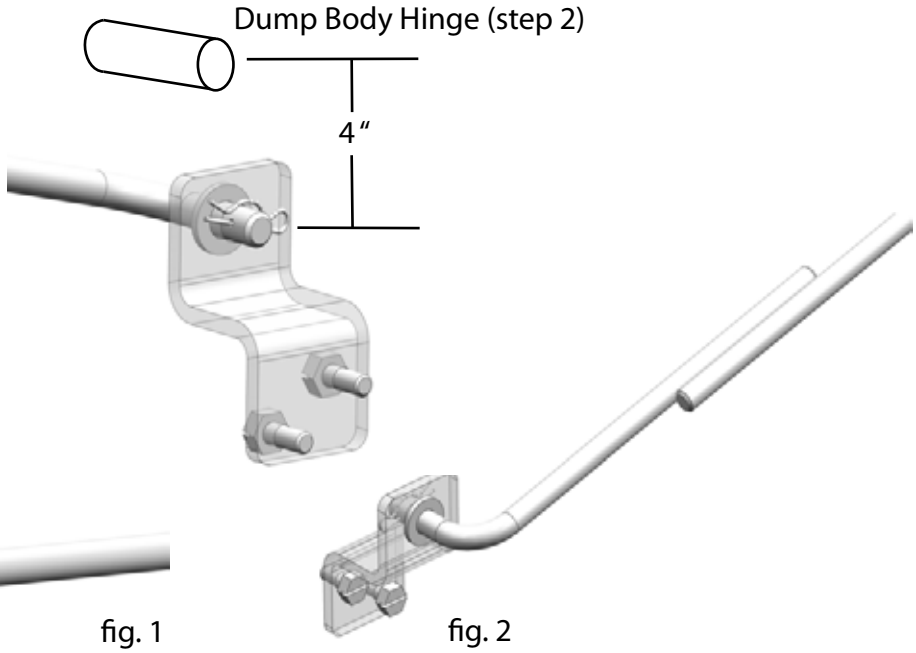

fig. 2
Step 2: Mount drive leveling bracket D5738 to frame rail 4" below center of hinge. Weld or bolt in place (see fig 2).
Step 3: Connect D5740 short leveling rod to drive leveling bracket with hair pin clip. Align both rods next to each other (see fig2) and weld togther.